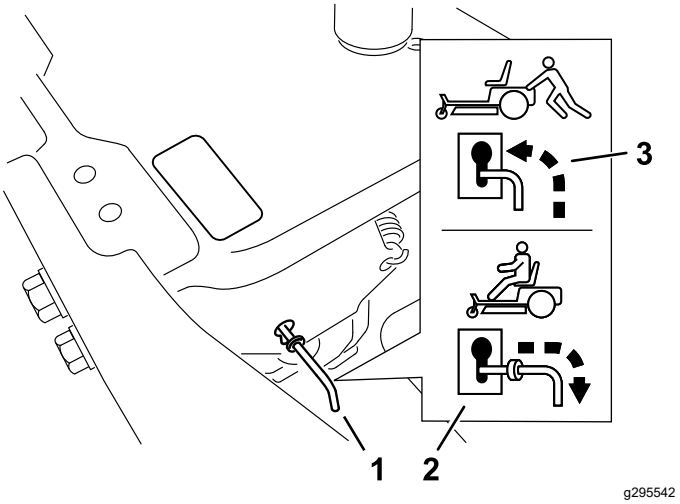

Figure 33
4. Déplacez les leviers de dérivation en avant à travers le trou de clavette et vers le bas pour les verrouiller en position (Figure 33).
Déplacez les leviers de dérivation en arrière à travers le trou de clavette et vers le bas pour les verrouiller en position, comme montré à la Figure 33.